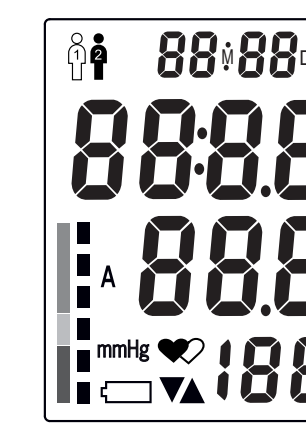
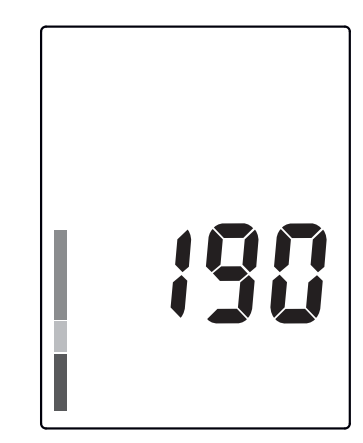

Рис. 12 / Мал. 12
Рис. 13 / Мал. 13
3. На дисплее кратковременно высветятся все символы (рис. 12), прозвучат два коротких звуковых сигнала и прибор начнет автоматически нагнетать воздух в манжету. Первоначально нагнетание прекратится на уровне 190 мм рт. ст. (рис. 13).